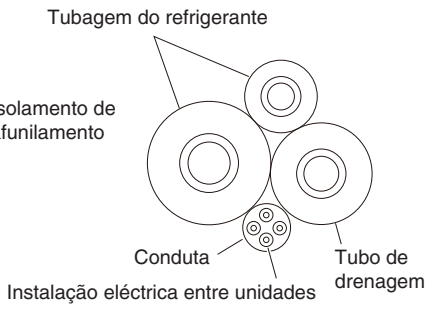

Fig. 3-27
(5) Monte a tubagem do refrigerante, tubo de drenagem e conduta (incluindo cablagem entre unidades) como mostrado na Fig. 3-27.